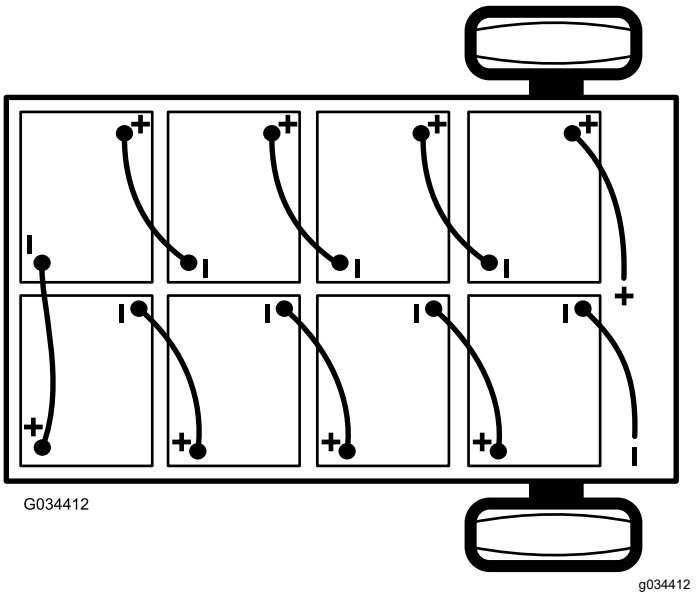

Figur 39
2. Lossa huvudminuskabeln (svart) som ansluter gruppen av batterier till maskinens jordningspunkt (Figur 39).
3. Lossa huvudpluskabeln (röd) som ansluter gruppen av batterier till maskinens huvudkontakt (Figur 39).
Obs: Var noga med att vända polerna åt rätt håll när du sätter i de nya batterierna (Figur 39).
6. Koppla ihop batterierna enligt Figur 39 med de sammankopplande kablarna som du tog bort i steg 1.
2. Anslut huvudpluskabeln (röd) till batterigruppen och maskinen (Figur 39).
3. Anslut huvudminuskabeln (svart) till batterigruppen och maskinen (Figur 39).